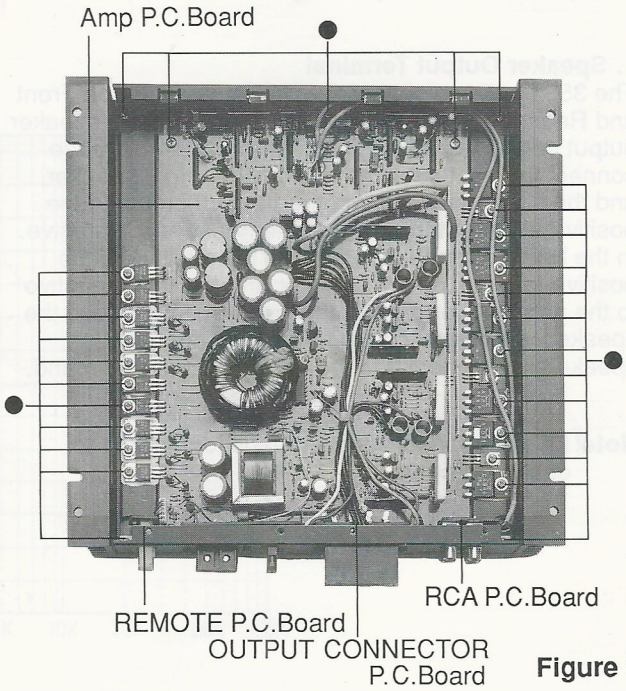

Figure 2
(1) After removal of the Bottom Cover, remove 31 screws marked " ● ". Then, the Main P.C.Board will be removed from heat tank together with Rear Chassis and RCA, Output Connector, Remote P.C.Board as shown in Figure 2.